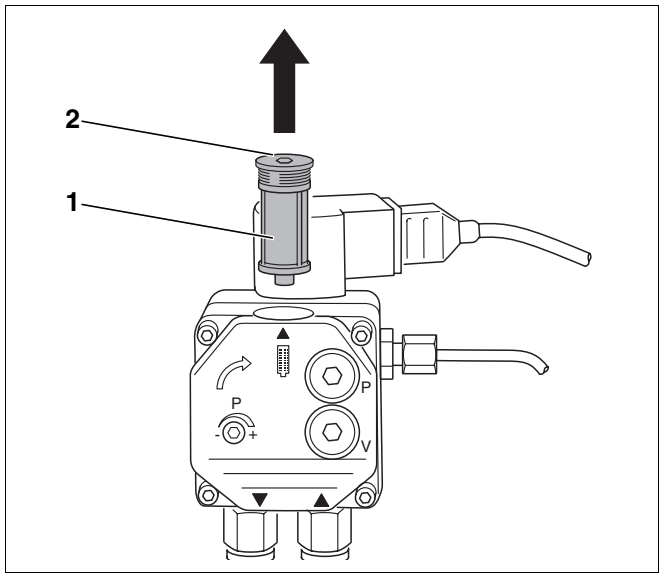

Rys. 27 Sprawdzenie filtra pompy olejowej – pompa olejowa Danfoss
- Odkręcić śrubę imbusową w górnej części urządzenia (rys. 27, **poz. 2**).
- Wyjąć do góry filtr pompy olejowej (rys. 27, **poz. 1**).
- Filtr pompy olejowej (rys. 27, **poz. 1**) oczyścić benzyną do czyszczenia, w razie potrzeby wymienić i ponownie zamontować w pompie.